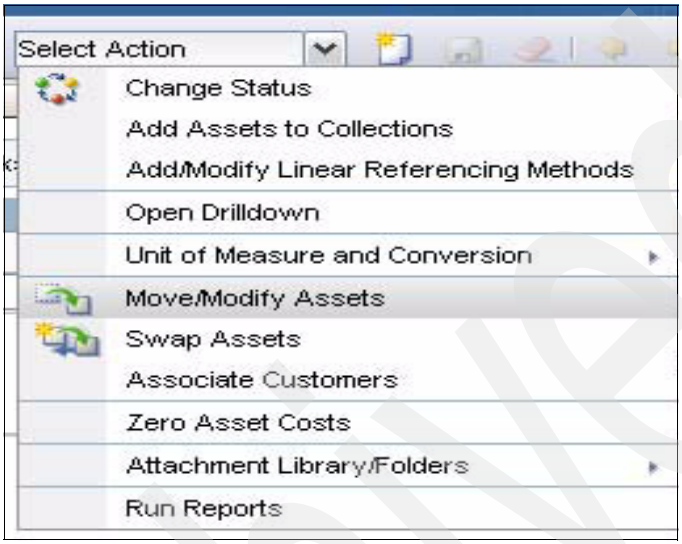

Figure 5-2 Move/Modify Assets
1. Open the **Move Modify Assets** application by selecting **Go To** → **Assets** → **Assets (SP**). Click **Select Action** → **Move Modify Assets**. See Figure 5-2.